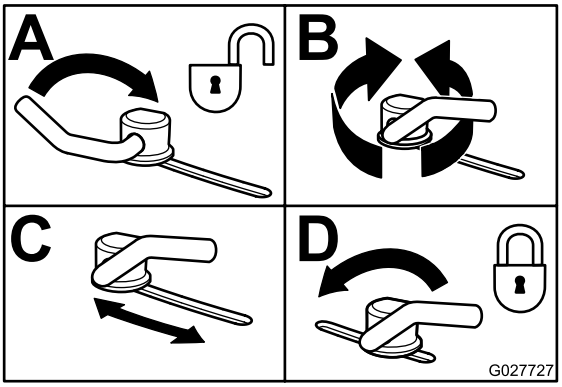

Figuur 33
3. Om de sluitnokken te verstellen, draait u de hendel omhoog om ze los te maken (Figuur 33).
5. Draai de hendel terug om de plaat en de sluitnokken vast te zetten (Figuur 33).